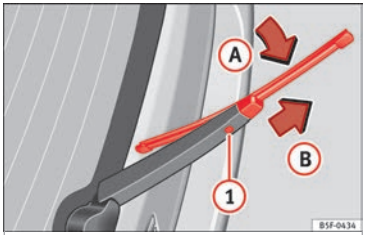

Fig. 80 Changing the rear wiper blade
- Turn the blade slightly ››› Fig. 80 (arrow (A)).
- Hold down the release button (1) while gently pulling the blade in the direction of arrow (B).
- Insert a new blade of the **same length and type** in the rear wiper arm in the opposite direction to the arrow (B) and hook into place button (1).